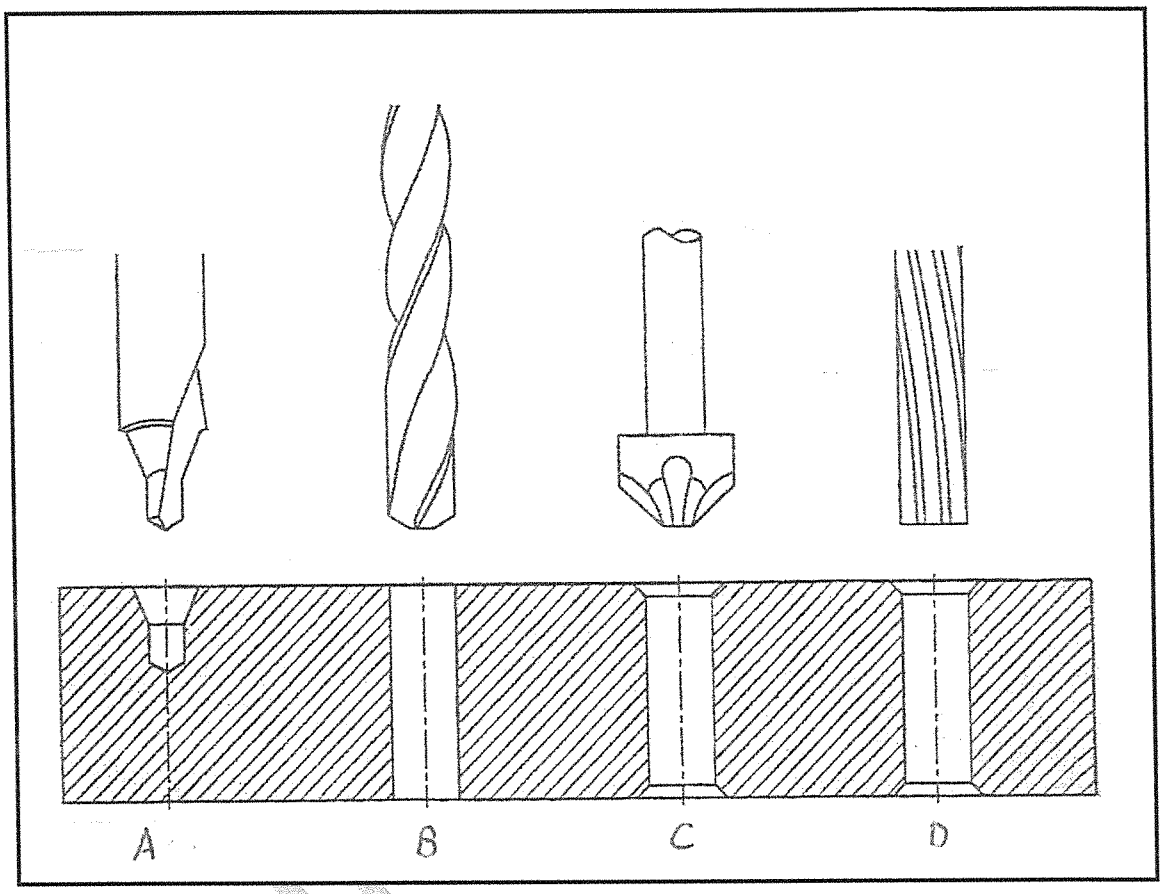

FIGURE 1
11.5 When working in a machine shop you will use various types of drilling processes. Identify the types of cutting tools shown in FIGURE 1. Write only the word(s) next to the letter (A–D) in the ANSWER BOOK.